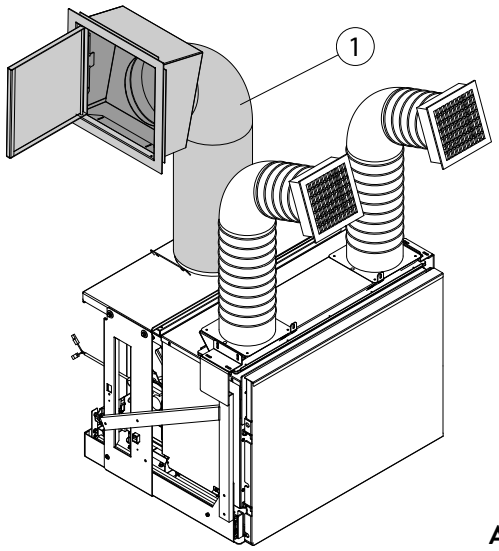

Afb. 6.4.1
A) Laadsysteem met metalen buis en laaddeur “1” (Afb. 6.4.1).